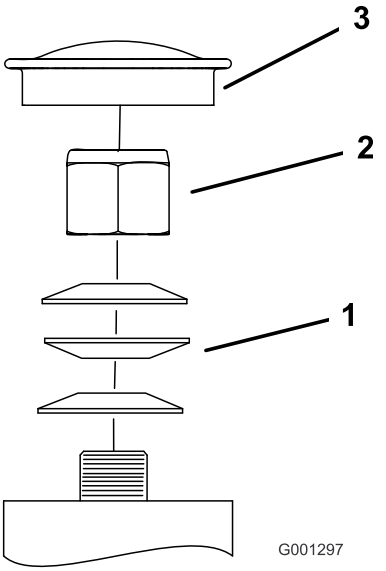

**Figure 50**
3. Retirez le capuchon antipoussière de la roue pivotante et serrez le contre-écrou jusqu'à ce que les rondelles élastiques soient aplaties, puis desserrez-le de 1/4 de tour pour obtenir la précharge correcte des roulements (Figure 50 et Figure 51).
***Important:*** **Veillez à placer les rondelles élastiques comme illustré à la Figure 50 et la Figure 51.**